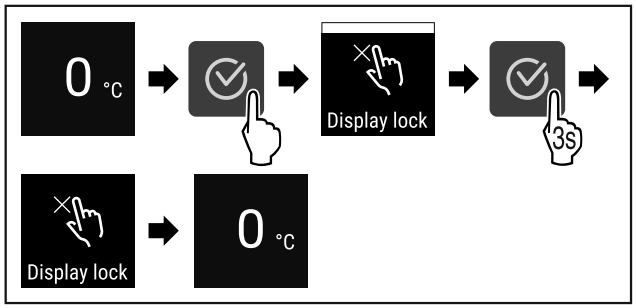

Fig. 78
▶ Suivre les étapes (voir Fig. 78) .